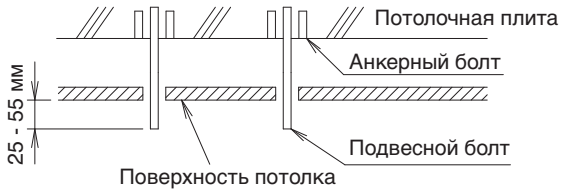

Рис. 9
(4) Установите подвесные болты.
- Заранее отрегулируйте длину подвесного болта. **(См. рис. 9)**
- Детали, показанные на **рис. 9**, приобретаются на месте.